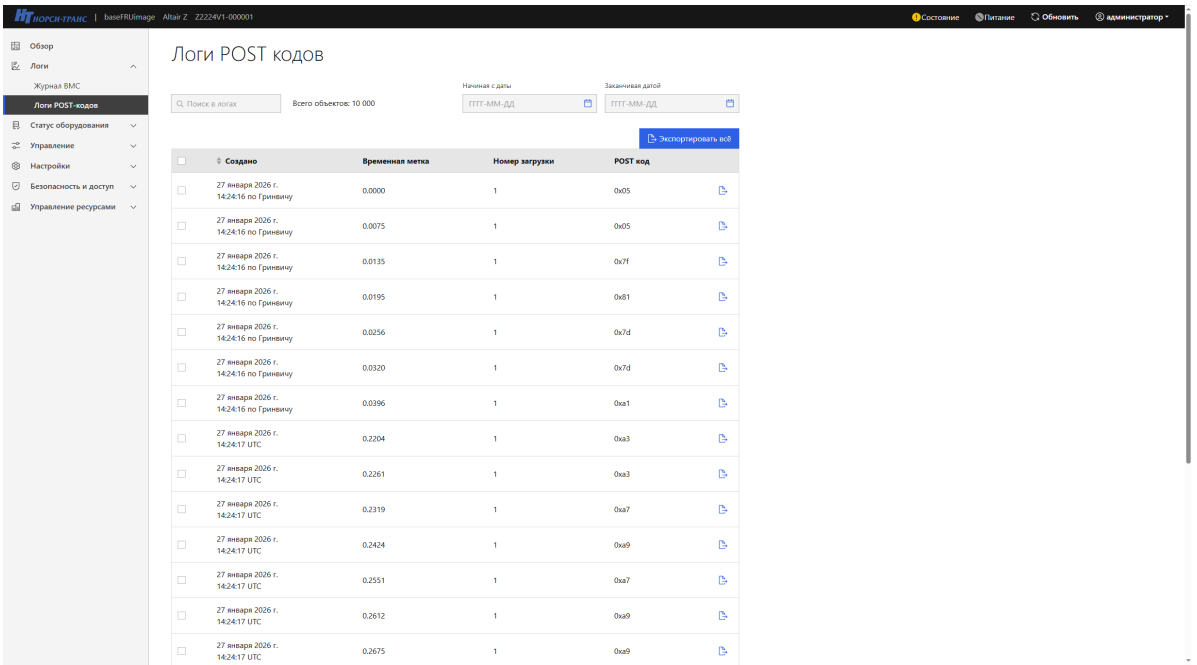

Рис. 77. Окно «Логи POST кодов»
3) Пройдите во вкладку «Логи» → «Логи POST кодов» в данной вкладке отображены все логи POST кодов. В поле «Поиск в логах» производится поиск логов POST кодов. В поле «Начиная с даты» произведите фильтрацию по дате начала логов, в поле «Заканчивая датой» произведите фильтрацию по дате окончания логов. «Экспортировать всё» позволяет экспортировать все логи POST кодов. Окно показано на рис. 77 Окно «Логи POST кодов»